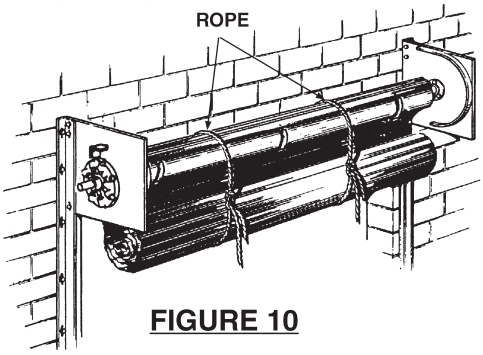

FIGURE 10
STEP 9 INSTALLATION OF CURTAIN: See Figure 10